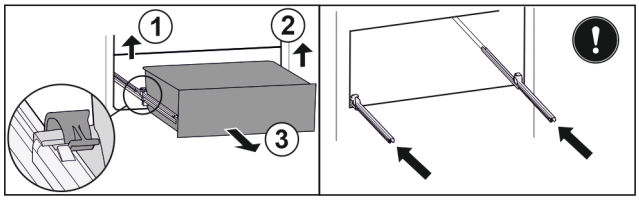

*Fig. 61*
▶ Ridicați clema din stânga și trageți concomitent sertarul din stânga spre înainte. *Fig. 61 (1)*
▶ Ridicați clema din dreapta și trageți concomitent sertarul din dreapta spre înainte. *Fig. 61 (2)*
▶ Extrageți sertarul spre înainte. *Fig. 61 (3)*